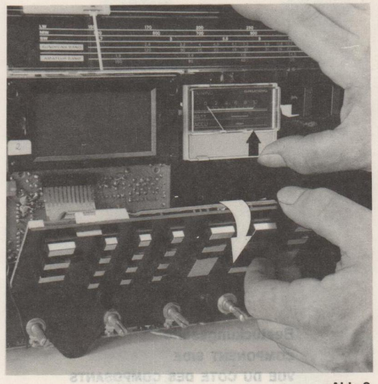

Abb. 2
1. Rastnase in Pfeilrichtung drücken und Tastenplatte aus der Halterung nehmen (Abb. 2)